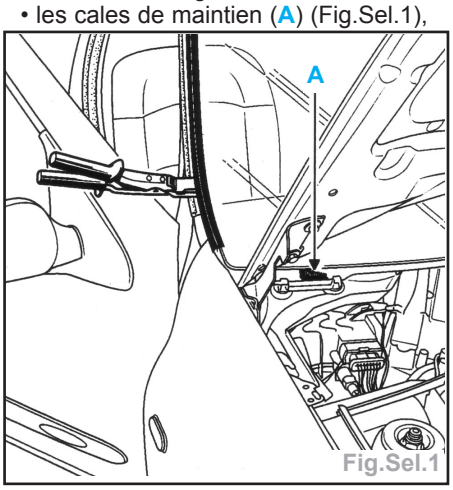

Fig.Sel.1
- les cales de maintien (A) (Fig.Sel.1),